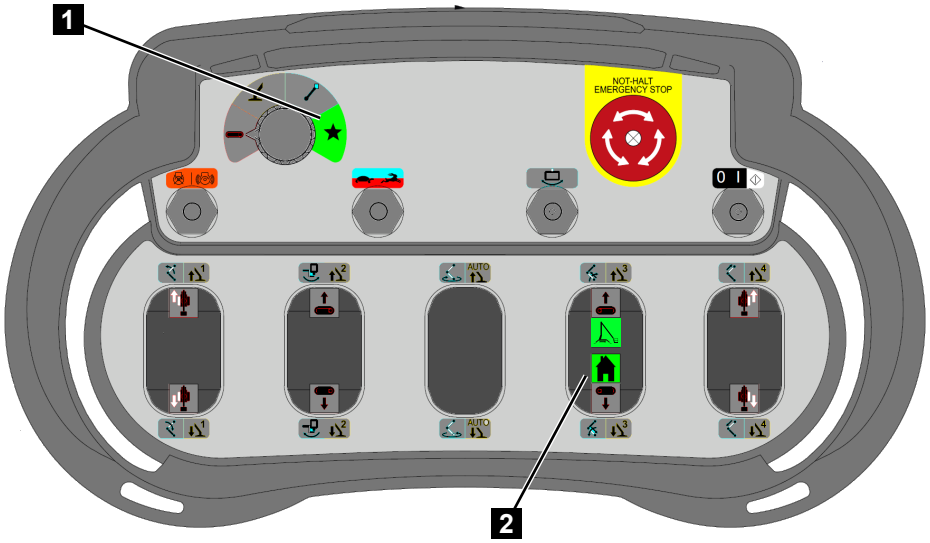

Fig. 140
2. Set the function selection switch (Fig.140/1) to *[special function]* (green).
3. Pull the control lever (Fig.140/2) back to move the boom system into the transport position.